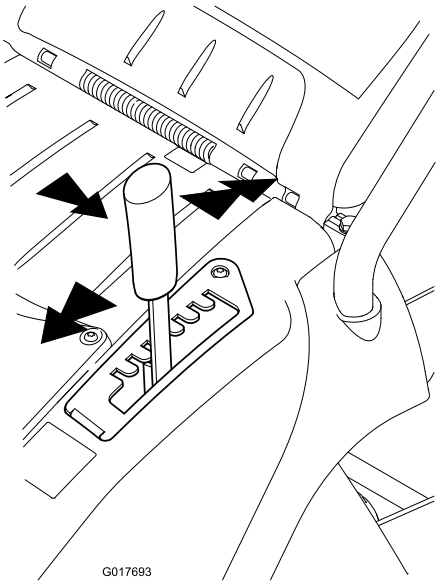

Figuur 11
1. Trek de hendel opzij uit de inkeping (Figuur 11).
2. Druk naar voren om de maaihoogte te verkleinen of naar achteren om deze te verhogen (Figuur 11).
3. Laat de hendel los als de gewenste instelling bereikt is en controleer of de hendel in een van de acht inkepingen geborgd wordt (Figuur 11).